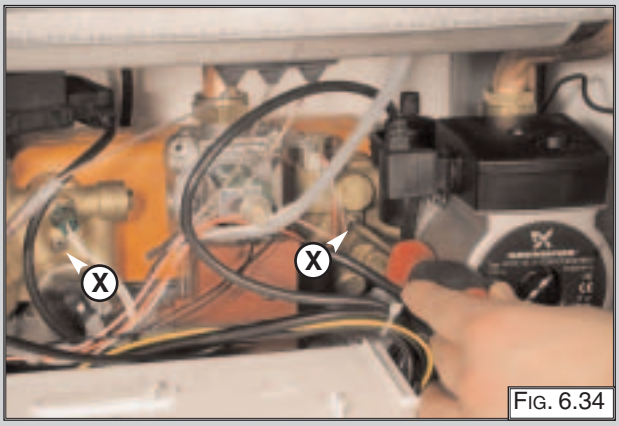

Fig. 6.34
1. Remove the screws "X" (Fig 6.34);